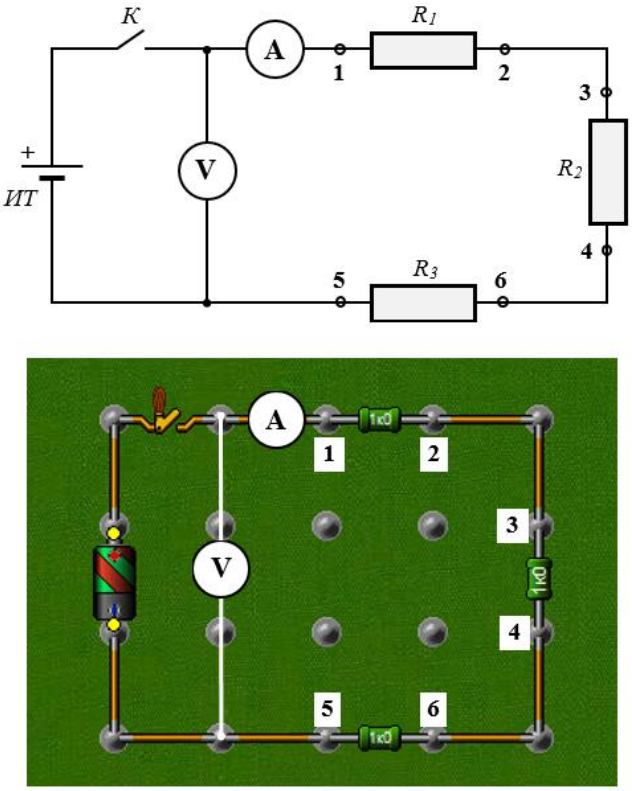

Рис. 5. Схема и рисунок последовательного соединения резисторов
Работа выполняется с электрическими цепями, схемы которых показаны на рис. 5 и рис. 6, и состоящих из: источника тока (*ИТ*), резисторов (R_1, R_2, R_3), амперметра (*A*), вольтметра (V) и ключа (К). Параметры любых элементов электрической цепи можно менять независимо друг от друга, но лучше придерживаться приведённых в «Порядке выполнения работы» или данных преподавателем, в противном случае резистор может выйти из строя («сгореть»)и его придётся заменять на новый: ⇨
2. Соберите на виртуальной монтажной плате электрическую цепь по схеме, изображённой на рис. 5. Для этого на панели с радиодеталями (рис. 6) курсором «мышки» выбирайте необходимые элементы и переносите их на монтажную плату. Мультиметры вызываются нажатием клавиши, изображённой на рис.8б. Один из них переведите в режим амперметра постоянного тока, другой – в режим вольтметра постоянного напряжения (правила работы с цифровым мультиметром приведены в приложении или «Контекстной справке», вызываемой клавишей, изображение которой приведено на рис. 8в).
7. Разомкните ключ *К* и измерьте мультиметром (режим омметра) общее сопротивление цепи. Для этого подключите клеммы мультиметра к точкам 1-5 (см. рис. 5). Запишите полученное значение в таблицу 1.